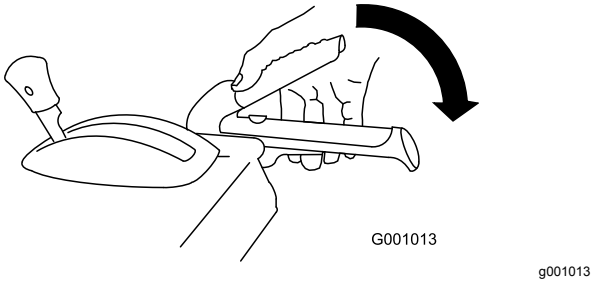

Rysunek 19
1. Aby załączyć napęd śruby śnieżnej/ wirnika, przyciśnij prawą dźwignię (śruba śnieżna/ wirnik) do uchwytu (Rysunek 19).